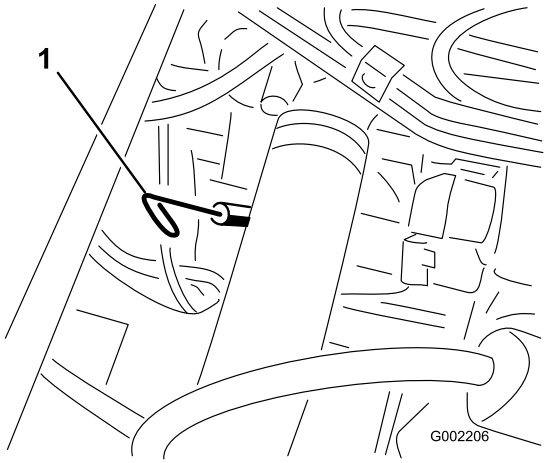

Figur 39
2. Fjern målepinden, der er placeret under passagersædet, og aftør den med en ren klud (Figur 39). Sæt målepinden ned i røret, og sørg for, at den sidder helt i bund. Fjern målepinden, og kontroller oliestanden.
13. Fjern oliepåfyldningsdækslet, og hæld langsomt ca. 80% af den specificerede mængde olie i motoren ved oliepåfyldningen (Figur 39).